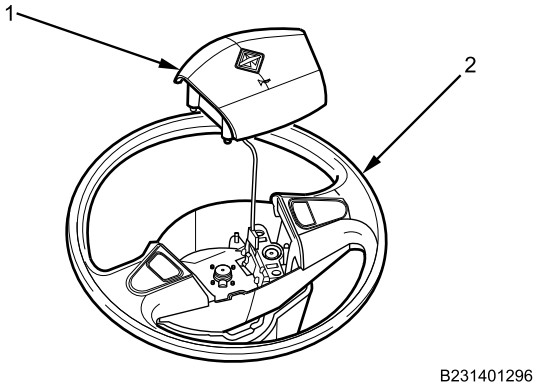

Figure 3. Horn Button Assembly and Wiring Harness.
4. Separate horn button (Figure 3, Item 1) from steering wheel (Figure 3, Item 2).